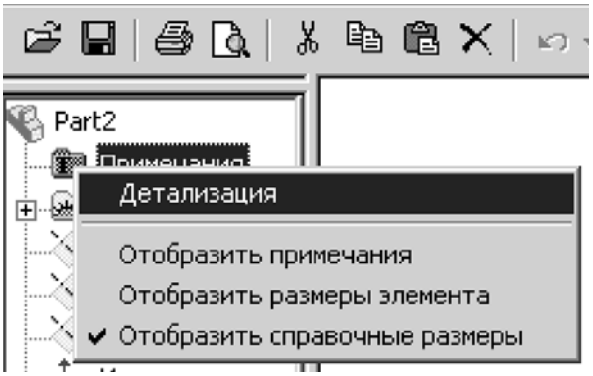

Рисунок 3.3 - Управление отображением размеров и примечаний
- управление отображением размеров и примечаний, нажав правой кнопкой мыши на папку *Примечание* и выбрав параметры (рис. 3.3)